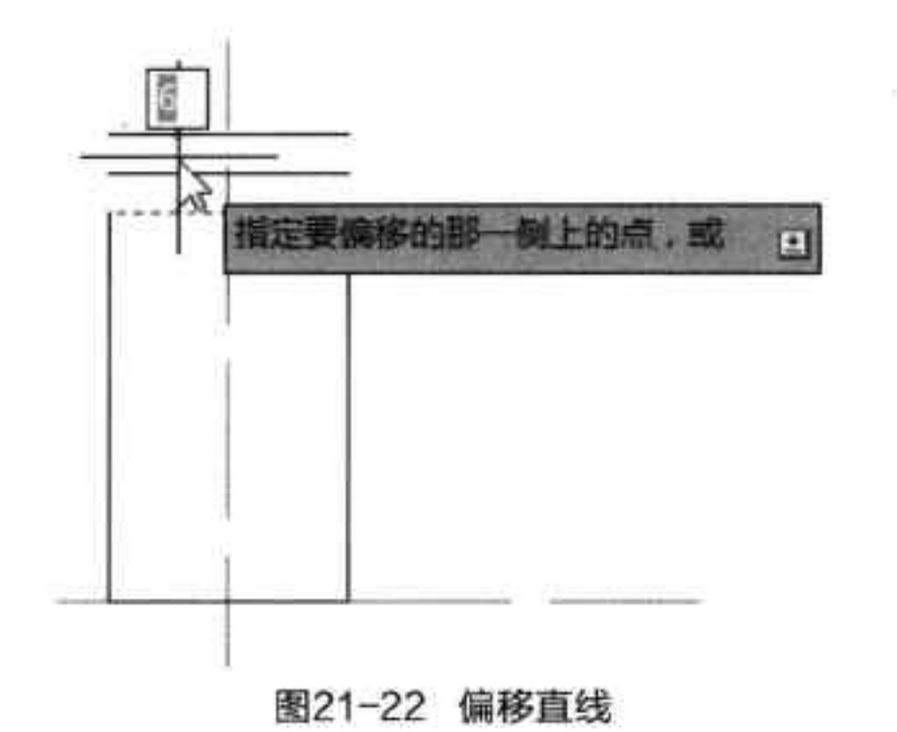

图21-22 偏移直线
Step 07 执行“偏移”命令，将顶部的边向上偏移 3 和 6，如图 21-22 所示。